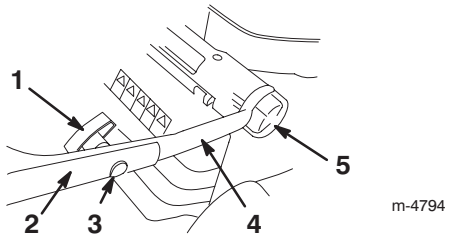

Figur 2
2. Løsne justeringsknottene for håndtakshøyden, og vri det nedre håndtaket mot baksiden av gressklipperen til det sitter på plass i en av høydeinnstillingene for håndtaket. Se figur 2.
4. Monter den øvre delen av håndtaket på den nedre delen av håndtaket med ovalhodeboltene og håndtaksknottene, som vist på figur 2. *Skru håndtaksknottene godt til.*